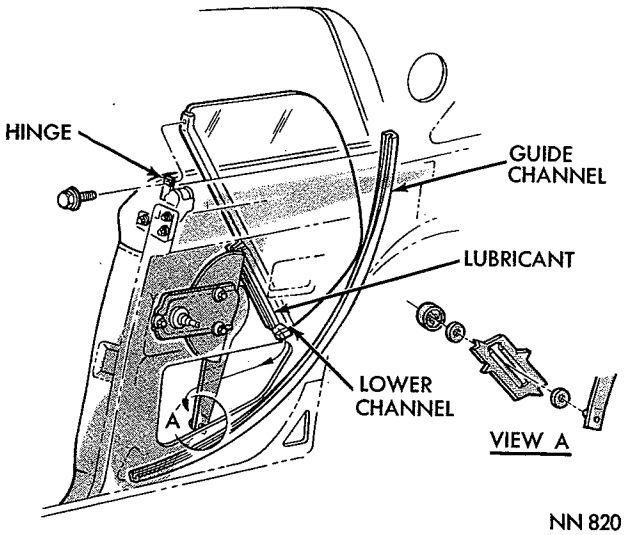

**Fig. 165—Quarter Window Replacement—Valiant Hardtop**
(1) With glass lowered two-thirds of way, remove screw and washer from hinge assembly (Fig. 165).
(2) Lower glass fully and remove spring nut and washer attaching regulator stud to glass lower channel.
(3) Remove regulator stud from lower channel.
(4) Remove glass and lower channel assembly.